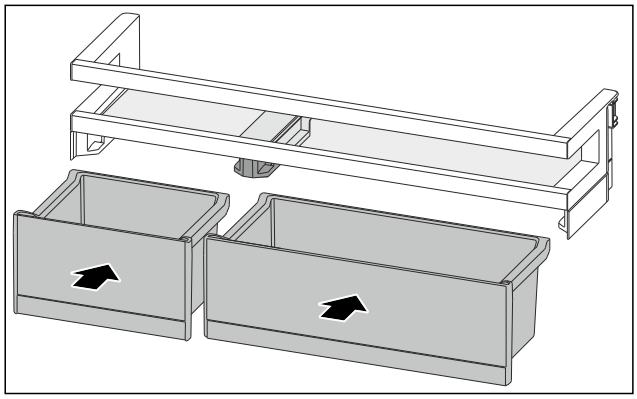

Fig. 153
▶ Installer les VarioBoxs dans l'agencement inverse. (voir Fig. 153)